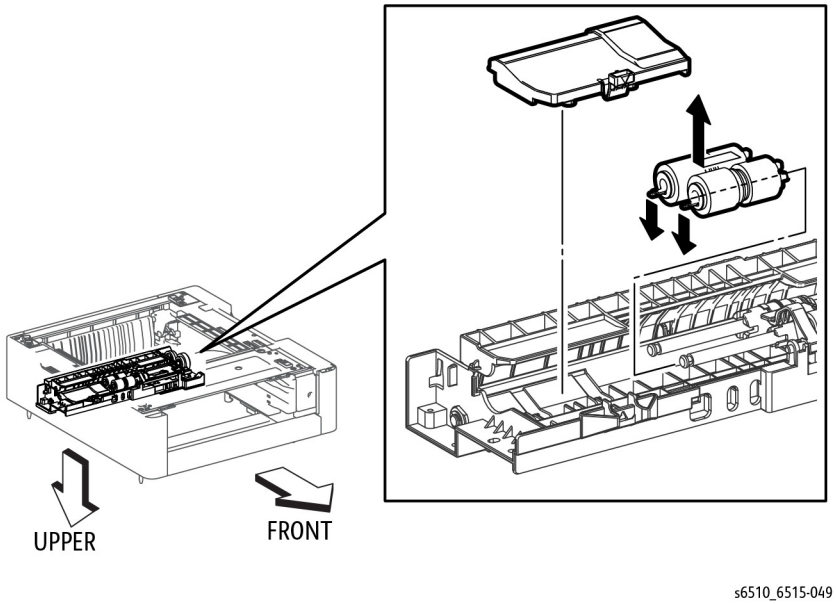

Figure 2 Remove the Feed Roller Assembly
4. Refer to Figure 2 to release the hook and remove the Upper Feed Chute.
5. Refer to Figure 2 to release the hook and remove the Feed Roller Assembly from the 550 Option Feeder Assembly.